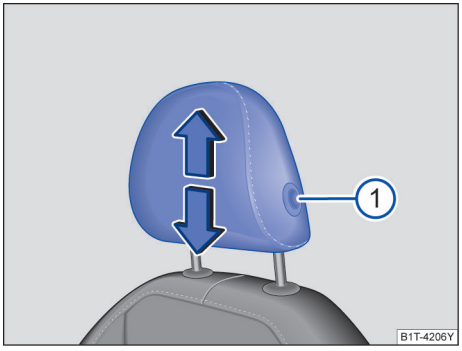

图 89 调整前排头枕
– 按住按钮→ 图 89①，同时沿箭头方向上推或下压头枕即可将头枕调整至合适高度→ ⚠。